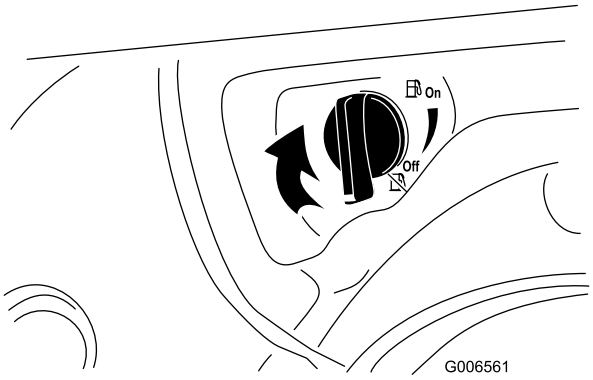

**Figure 32**
4. Close the fuel shutoff valve by rotating it clockwise (Figure 32).